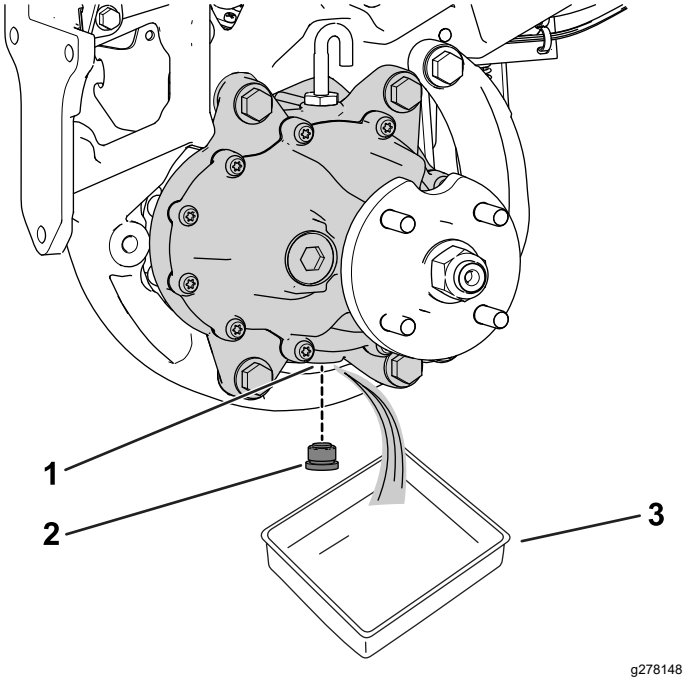

Figura 3
1. Coloque um recipiente de escoamento debaixo do conjunto do motor da roda (Figura 3).
2. Retire o tampão da porta de drenagem (Figura 3).
4. Instale o tampão de drenagem na porta de drenagem (Figura 3).